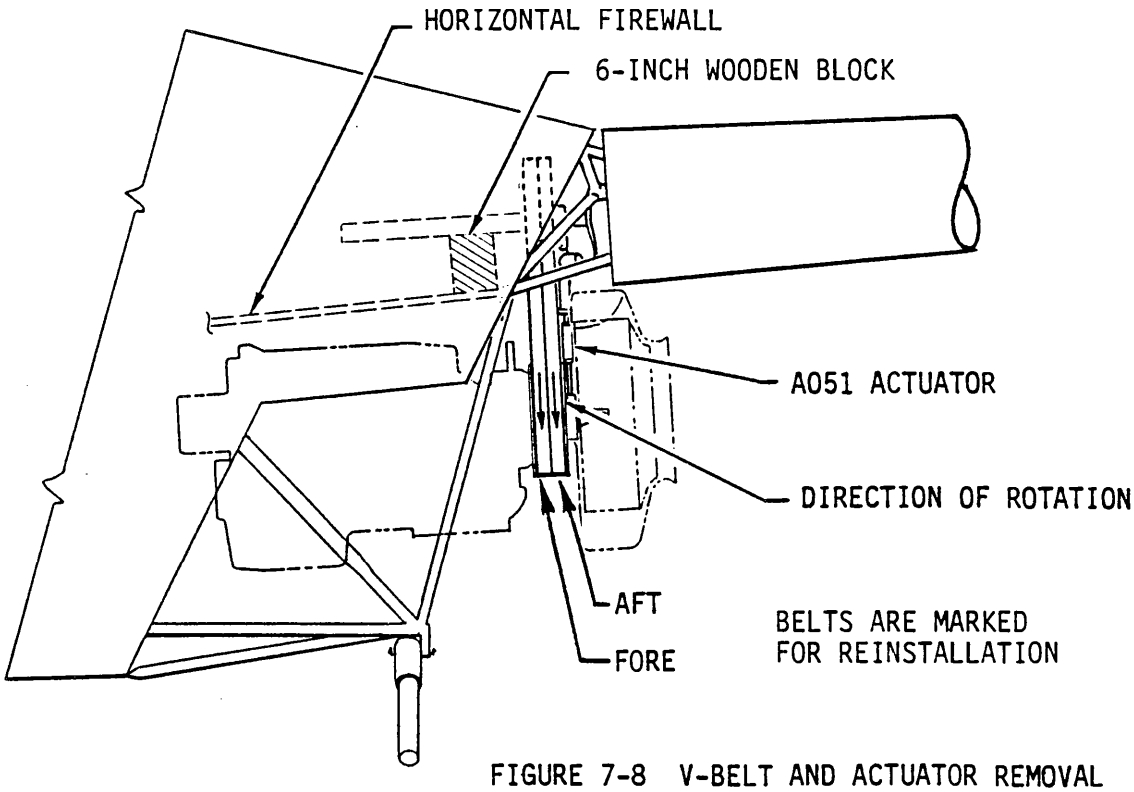

FIGURE 7-8 V-BELT AND ACTUATOR REMOVAL
b. Fully disengage belt tension actuator. Place a six-inch wooden block between clutch shaft and horizontal firewall per Figure 7-8. Block will prevent excessive sheave drop and protect forward flex plate.
b) Put a six-inch wooden block under the clutch shaft, just forward of the upper sheave on the horizontal firewall. This keeps the sheave from dropping any farther than needed to pull the belts off and prevents damage to the forward flexplate. (Refer to Figure 7-8).